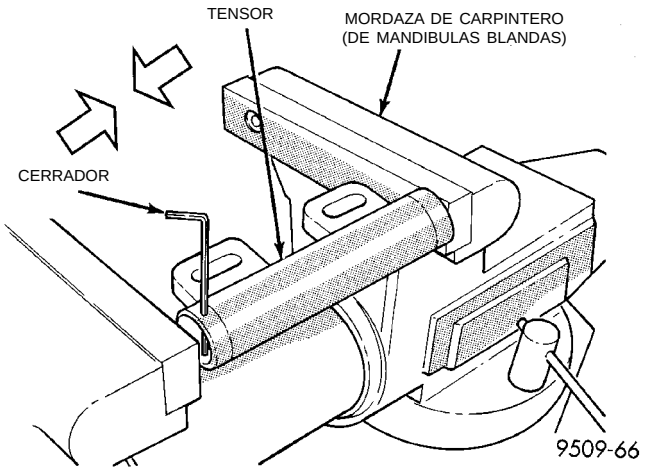

Fig. 45 Compresión del tensor de la correa de distribución
(1) Cuando se retira el tensor del motor, es necesario oprimir el émbolo en el cuerpo del tensor.
(2) Coloque el tensor en una mordaza de mandíbulas blandas y lentamente oprima el émbolo (Fig. 45).